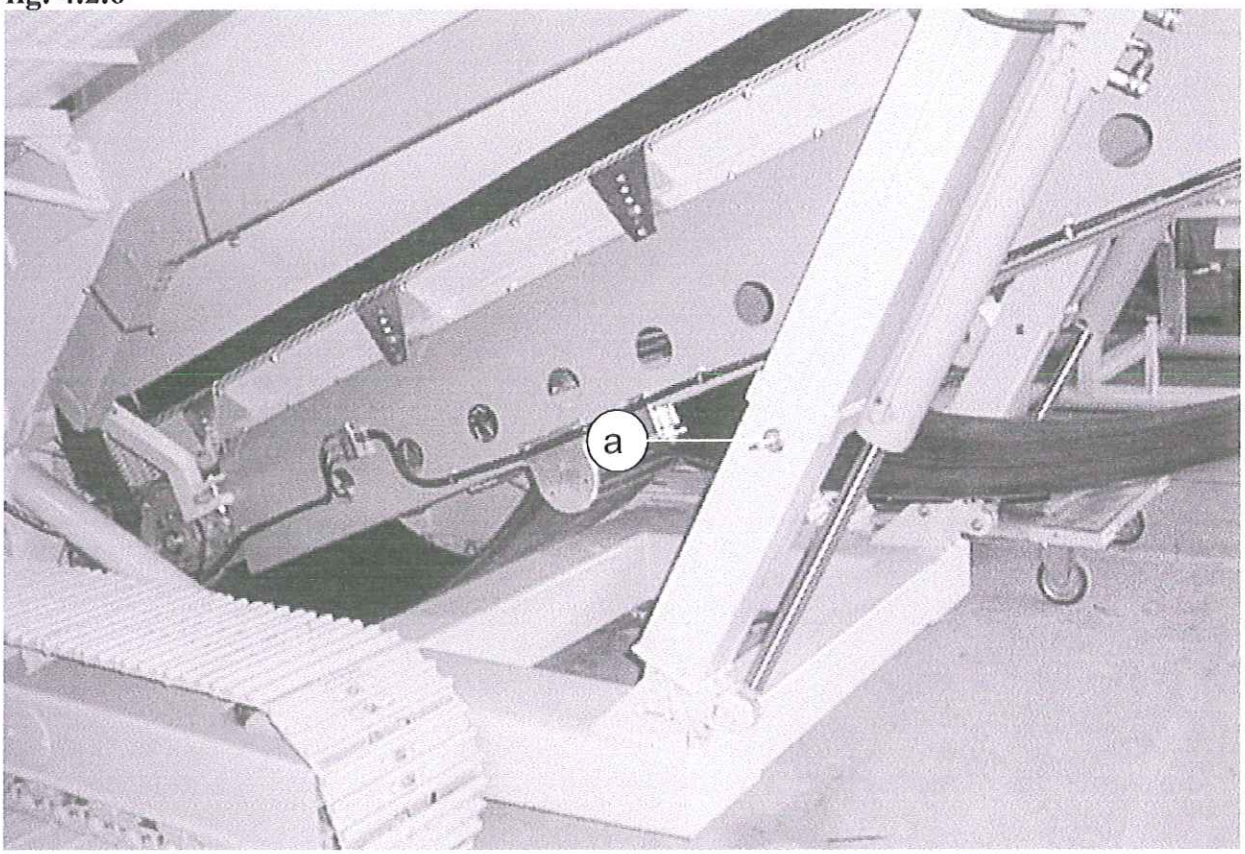

fig. 4.2.7
a) togliere la spina indicata dal particolare (a) di fig. 4.2.7 su entrambi i lati del telaio;